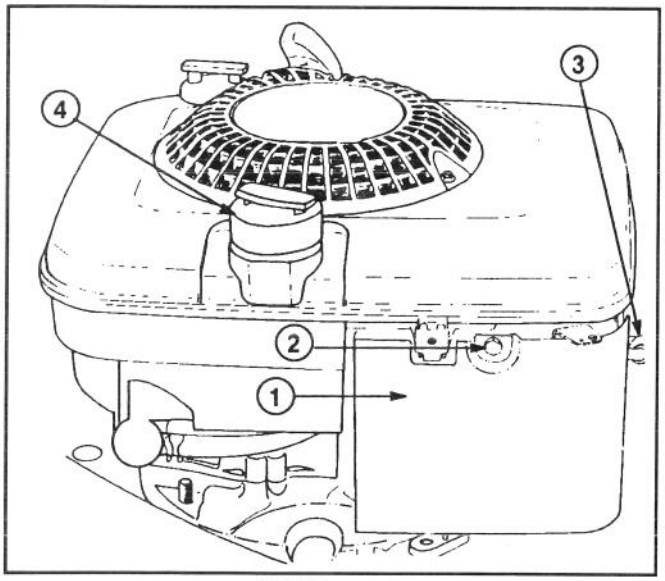

Abbildung 15
2. Die Schraube des Luftfilterdeckels entfernen (Abb. 15). Den Deckel vom Motor abnehmen und sorgfältig reinigen.
1. Den Motor abstellen und das Kabel von der Zündkerze abziehen (Abb. 15).
1. Den Motor abstellen und auskühlen lassen. Das Kabel von der Zündkerze abziehen (Abb. 15).
2. Den Tankverschluß abnehmen (Abb. 15) und das Benzin mit einer Saugpumpe in einen sauberen Benzinkanister abpumpen.